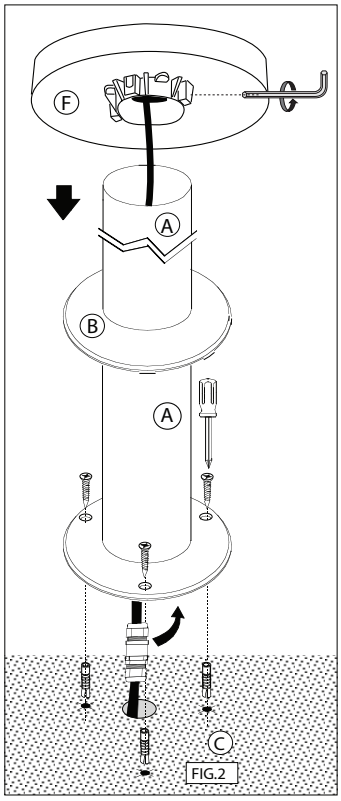

FIG.2
- Se si utilizza l'accessorio copri base B, prima dell'installazione inserirlo dall'alto sul paloA (ø60).FIG.2
- Inserire il cavo di alimentazione all'interno del palo A, montare il vano ottico F sul palo A (ø60), facendo pressione fino ad inserirlo nella sua sede. Bloccare il vano ottico F sul palo A tramite 4 grani M5 inox. FIG.2
- Fissare a pavimento l'apparecchio con tasselli e viti adeguate usando come dima l'apparecchio stesso.FIG.2
- If you use the accessory base plate B, before installing add on top pole A (ø60). FIG2
- Insert the supply cable inside the pole A mounting the optical tray F on pole A (ø60), and press until it snaps into place. Block optic tray F on pole A within 4 inox grub screw M5. FIG.2
- Fix the unit to the floor trough anchors and appropriate screws using the unit as a template. FIG.2
- Si vous utilisez l'accessoire plaque de base B, avant d'installer ajouter sur le dessus pôle A (ø60).FIG.2
Bloquer optiques F sur le pôle A dans 4 grains en inox M5 FIG.2.
- Fixer l'unité au sol avec chevilles et vis appropriées en utilisant l'appareil comme un modèle. FIG.2